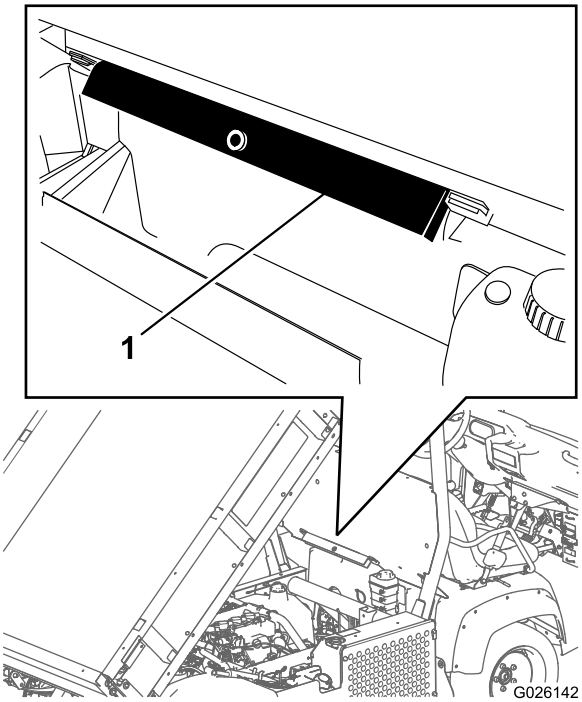

Rysunek 30
2. Zdejmij podporę platformy ze wsporników mocujących z tyłu panelu układu ROPS (Rysunek 30).